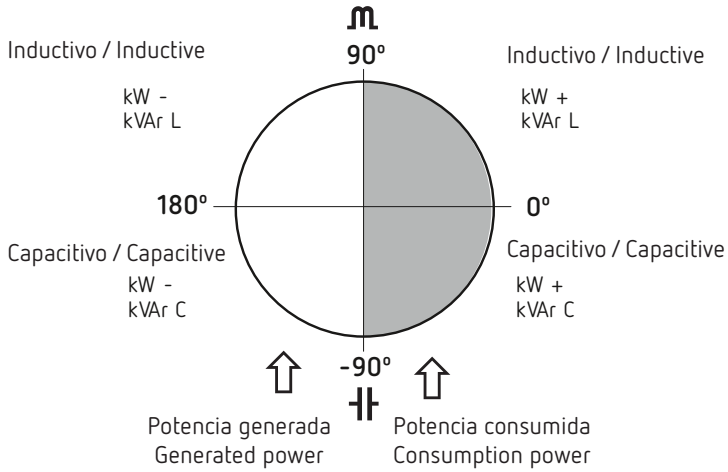

Figure 5:Signs in the measurements of the 4 quadrants.
- **Control in four quadrants** (see **Figure 5**), with indication of the stages connected, cos φ, power sign and sign of the reactive power (inductive or capacitive).